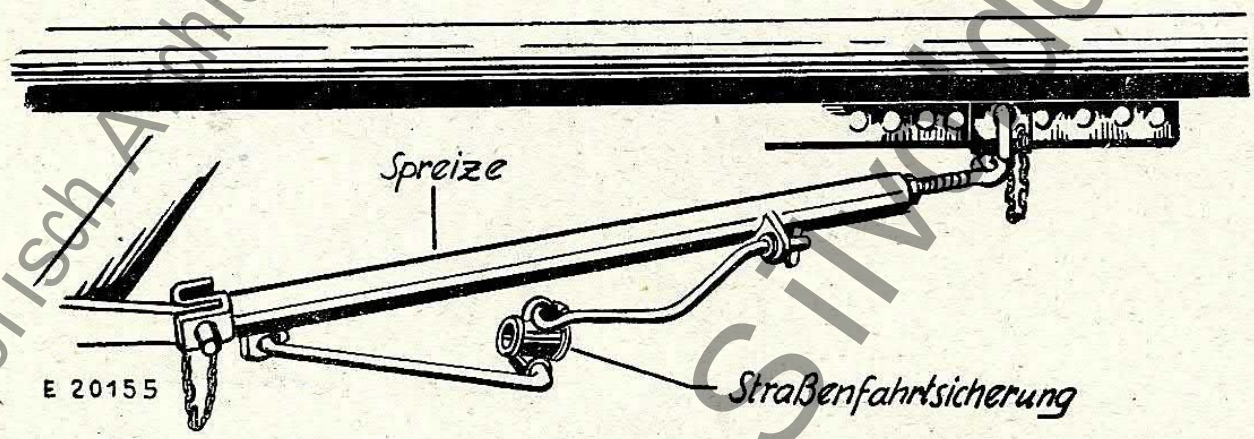

Bild 19.
**Die Straßenfahrtsicherung an der Spreize befestigen** (Bild 19).